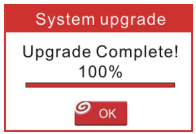

Figura 8
11. El proceso de registro ahora está completo, la herramienta está lista para usar (Ver Figura 8).